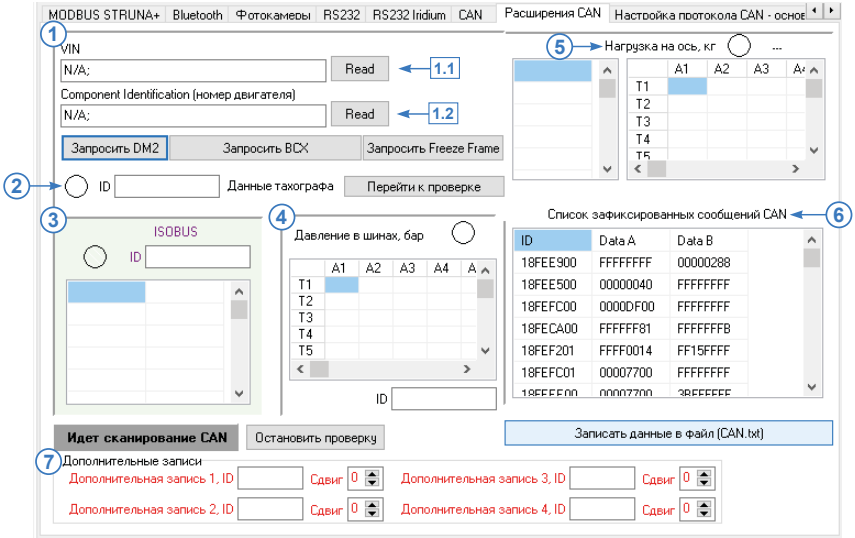

Рис.62. Вкладка «Расширения CAN».
- Для запроса VIN кода транспортного средства необходимо нажать кнопку «Read» рядом с полем «VIN». Полученный код запишется в поле «VIN» **(Рис.62, п.1.1)**.
- Для запроса номера двигателя транспортного средства необходимо нажать кнопку «Read» рядом с полем «Component Identification» **(Рис.62, п.1.2)**. Полученный номер появится в этом поле.